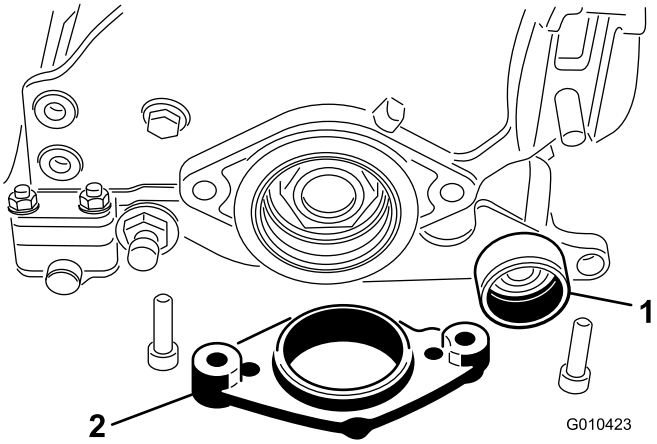

図 9
6. 右側サイドプレートベアリングのサポートと、グルーマシャフトの端部にグリスを塗布する図 9。
7. グルーマシャフトの反対側端部を右側サイドプレートベアリングのサポートに挿入する図 9。
8. サイドプレートにモータ用マウントを挿入する図 9。
9. モータ用マウントとサイドプレートをカッティングユニットの右側に固定する先ほど取り外したボルト2本とナットを使用する図 9。